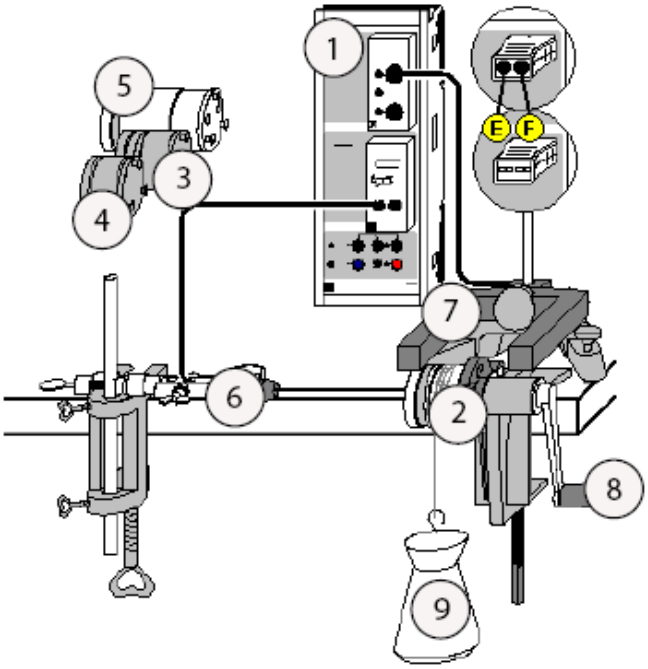

Рис.1
- ✓ Компьютерный интерфейс для регистрации экспериментальных данных сенсор-CASSY 2 (①, Рис.1)
- ✓ Водяной калориметр (②, Рис.1)
- ✓ Медный калориметр (③, Рис.1)
- ✓ Алюминиевый калориметр (④, Рис.1)
- ✓ Большой алюминиевый калориметр (⑤, Рис.1)
- ✓ Термопара (⑥, Рис.1)
- ✓ Световые ворота (⑦, Рис.1)
- ✓ Груз, 5 кг (⑧, Рис.1)
- ✓ Вращающий механизм (⑨, Рис.1)
1. Проверьте правильность сборки установки (см. рис. 1). Световые ворота, необходимые для подсчета количества оборотов, необходимо установить так, чтобы при при совершении оборотов, рука проходила через них (Рис.2)
3. Закрепите наполненный калориметр в основном механизме (см. рис. 1). Для этого вставьте штифт в углубление пластмассового держателя и поворотом тела калориметра заблокируйте штифт в пазе.
6. Вставьте термопару в калориметр как можно глубже. Подтяните блокировочный винт. Закрепите ручку термопары в заранее подготовленный держатель (см. рис. 1).
- ✓ Медный калориметр (②, Рис.1)
- ✓ Алюминиевый калориметр (③, Рис.1)
- ✓ Большой алюминиевый калориметр (④, Рис.1)
- ✓ Датчик температуры (термопара NiCr-Ni) (⑤, Рис.1)
- ✓ Источник пониженного переменного и постоянного напряжения (⑥, Рис.1)